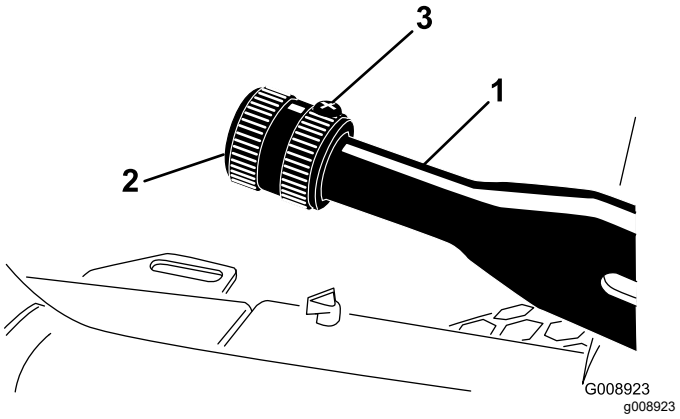

Figuur 62
1. Draai de stelschroef los waarmee de knop is bevestigd aan de parkeerremhendel (Figuur 62).